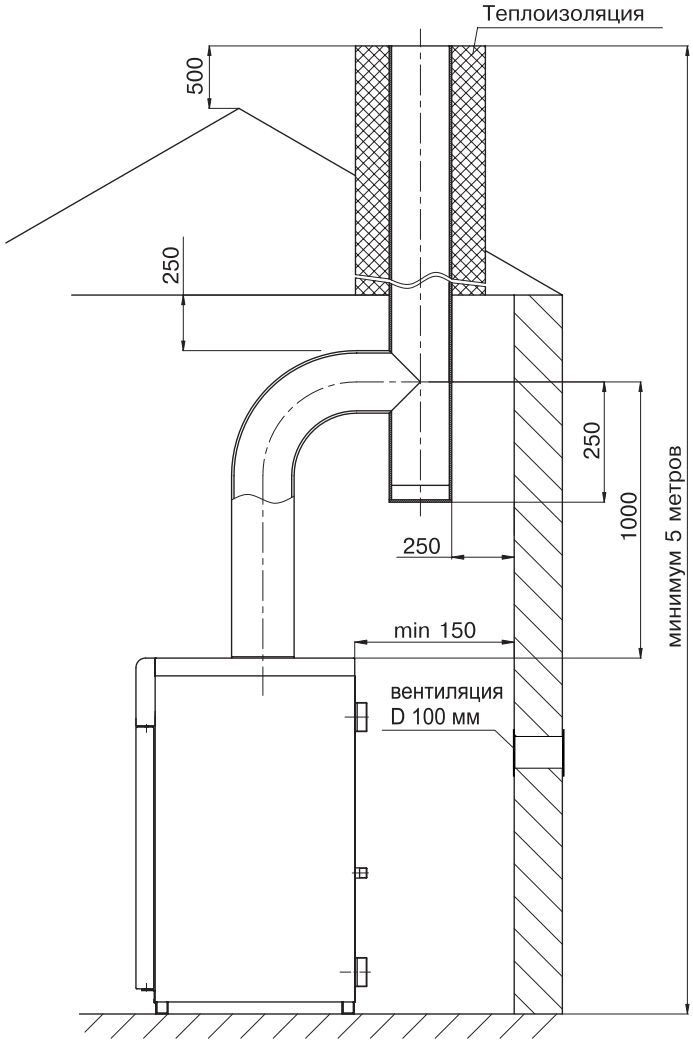

Рис. 4.
6.10. Устройство дымохода, к которому подключается котел, должно соответствовать СП42-101-2003 «Общие положения по проектированию и строительству газораспределительных систем» (см. рис. 4).